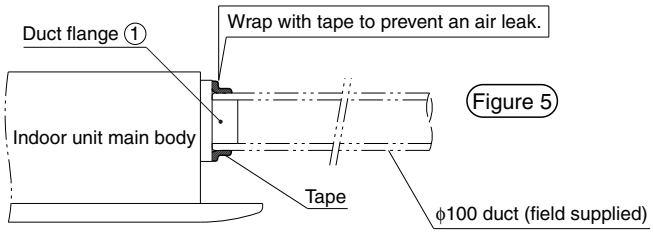

Figure 5
❷ Duct Connection ⟨⟨Duct: Nominal diameter ϕ100⟩⟩
1) Connect the duct to the outside of the duct flange. (Figure 5)